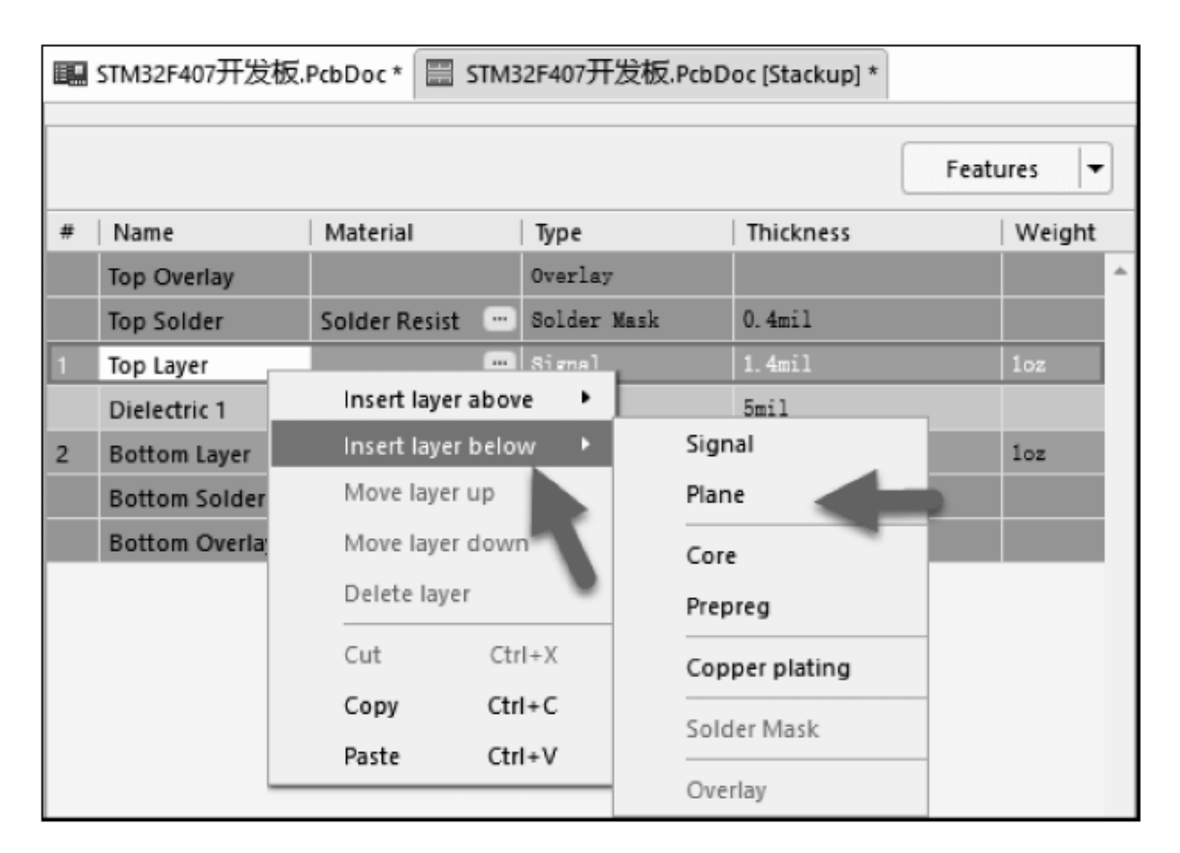

图 3-10　添加平面
(3) 将光标悬放在 Top Layer 处，右击，从弹出的快捷菜单中执行 Insert layer below→Plane 命令，如图 3-10 所示，即可在其下方添加一个平面层。连续添加 4 次，可得 6 层板，如图 3-11 所示。